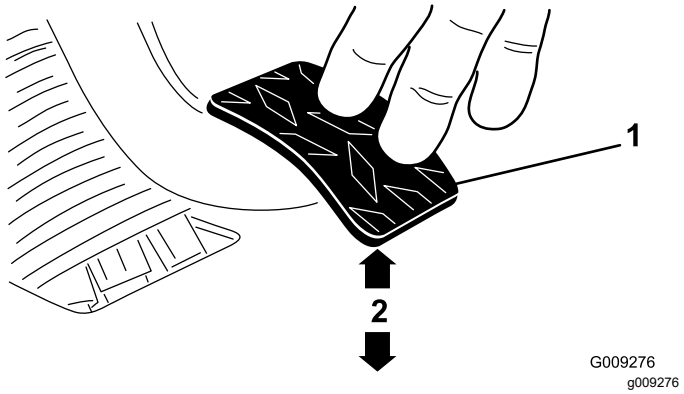

Bild 62
3. Stellen Sie die Klemmmuttern oder das Kugelgelenk ein, bis sich die hintere Kante des Kupplungspedals 9,2 cm bis 9,8 cm von der Oberseite des Bodenplattensternmusters befindet, wenn Sie eine Kraft von 1,8 kg auf das Pedal aufbringen (Bild 62).